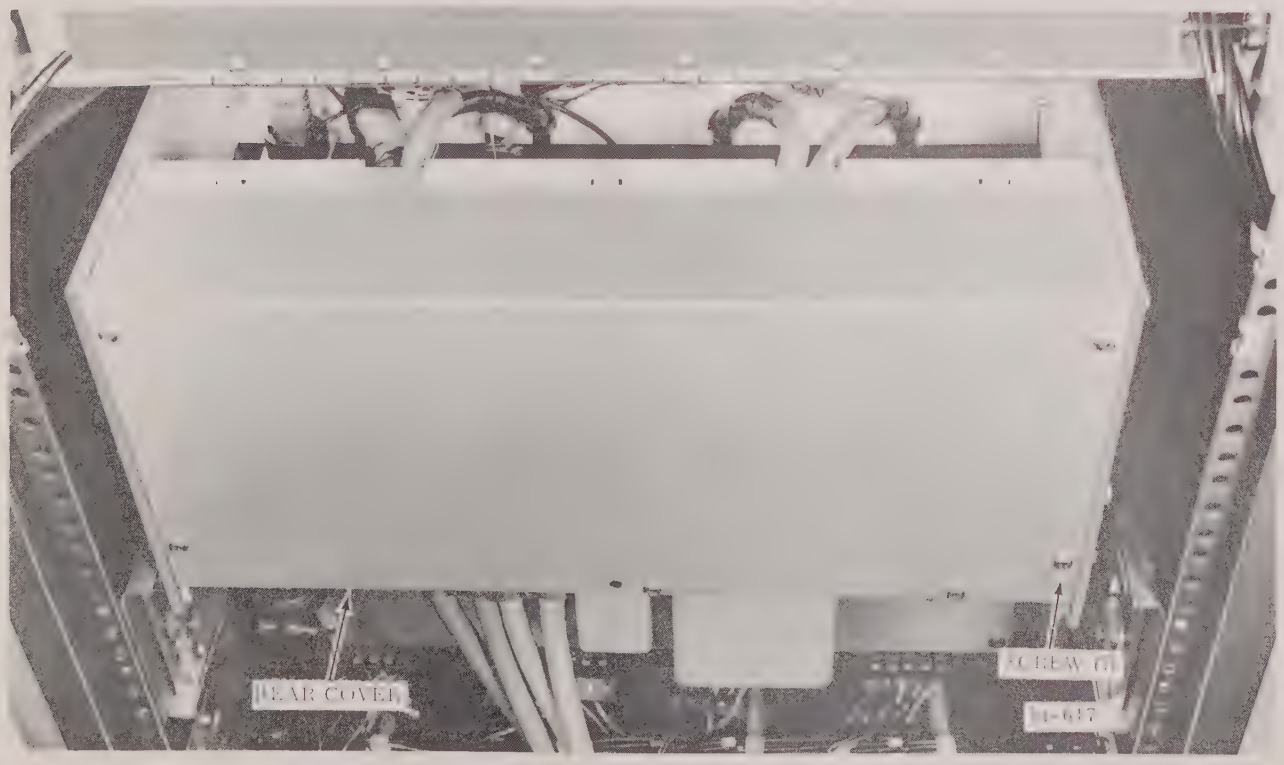

FIGURE 2-4 INSTALLATION OF VERTICAL OSCILLOGRAPH MODEL 2607-70
11. Position cover on rear of oscillograph and install seven screws and lockwashers (Fig. 2-4).